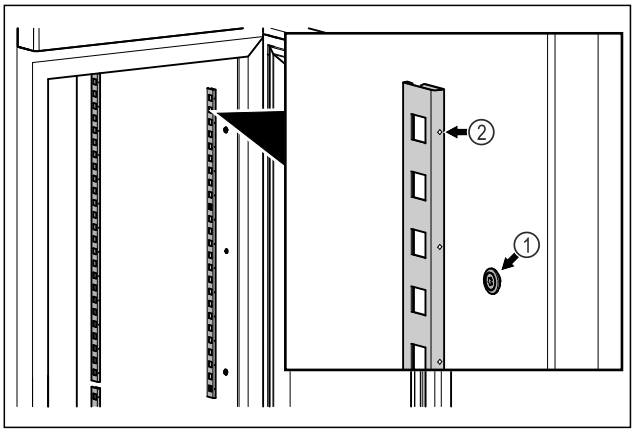

Fig. 15 Voorbeeld
▶ Vastzetstrips in de ophanging *Fig. 15 (1)* haken. Markering *Fig. 15 (2)* moet naar voren wijzen.